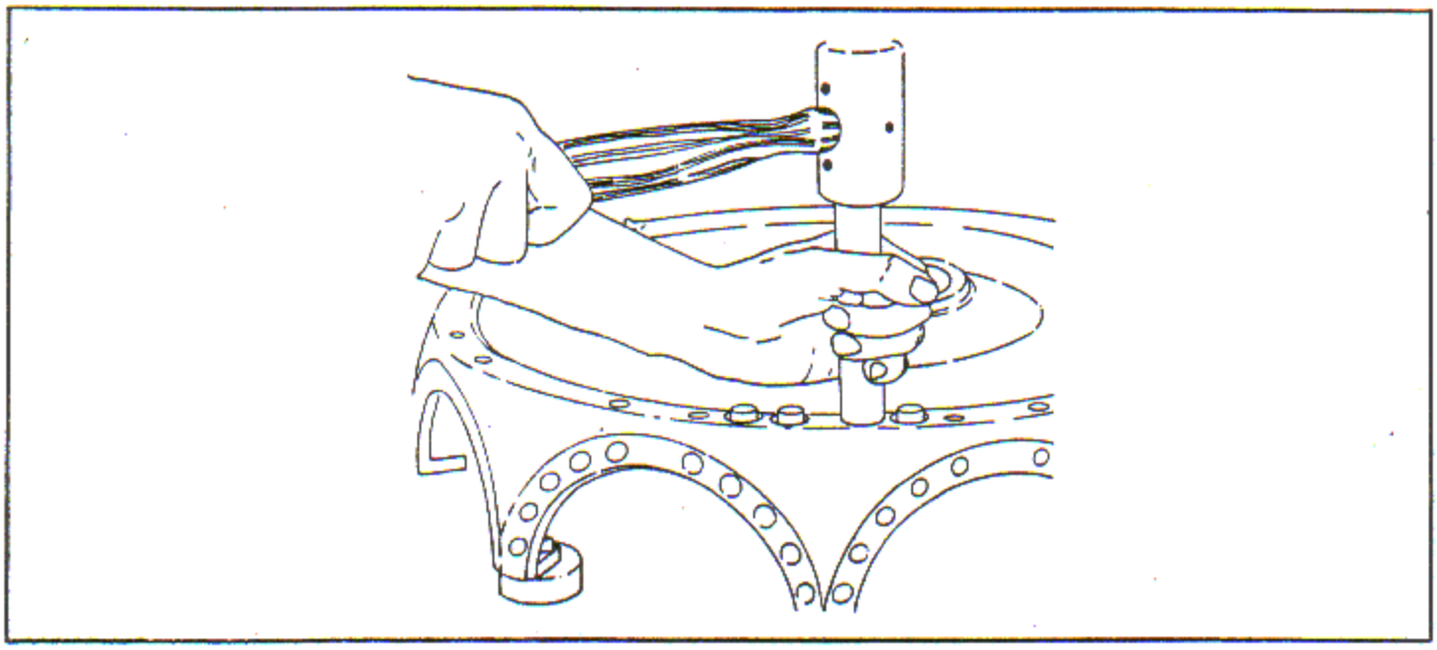

Figure 7-24. Installing Crankcase Main Section Dowels
b. Replace any dowels that were removed from the parting surfaces of the crankcase front and rear main sections with installing tool. See figure 7-24. There are six dowels in the rear main section and 14 dowels in the front main section. Coat the dowel packing rings with a light coat of MIL-G-6032A grease, and install them over the dowels.